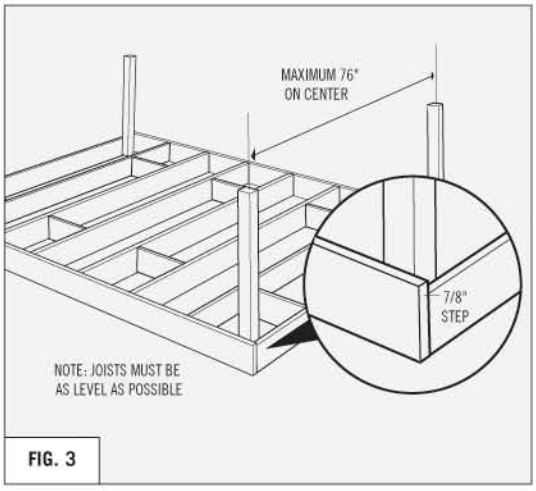

FIG. 3
- Rim joists must be raised 7/8" when using the bullnose to support the lip of the board. **(REFER TO FIG. 3)**
- Any rim joists or other joists that will support the bullnose trim piece along its length must be raised up by 7/8" higher. The bullnose trim must rest on this 7/8" step. **(REFER TO FIG. 3)**